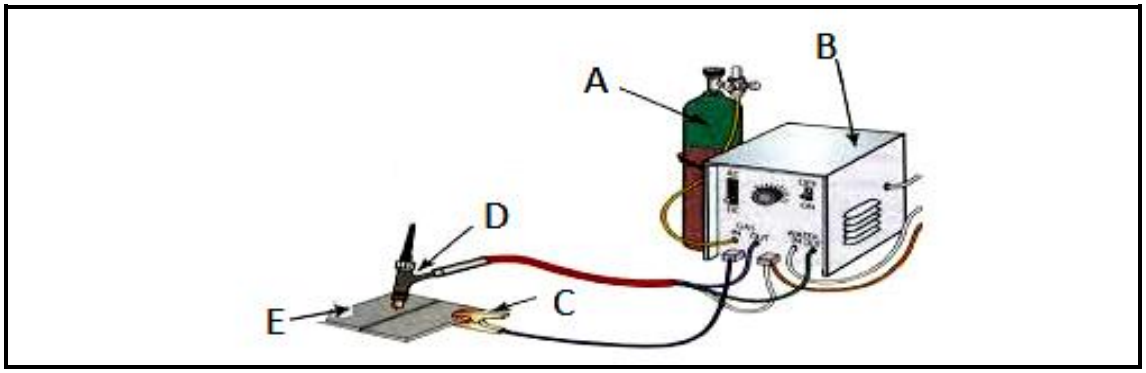

FIGURE 2 (5)
6.1 FIGURE 2 shows a tungsten inert gas (TIG) welding setup. Name the items indicated in the drawing by writing only the answer next to the letter (A–E) in the ANSWER BOOK.